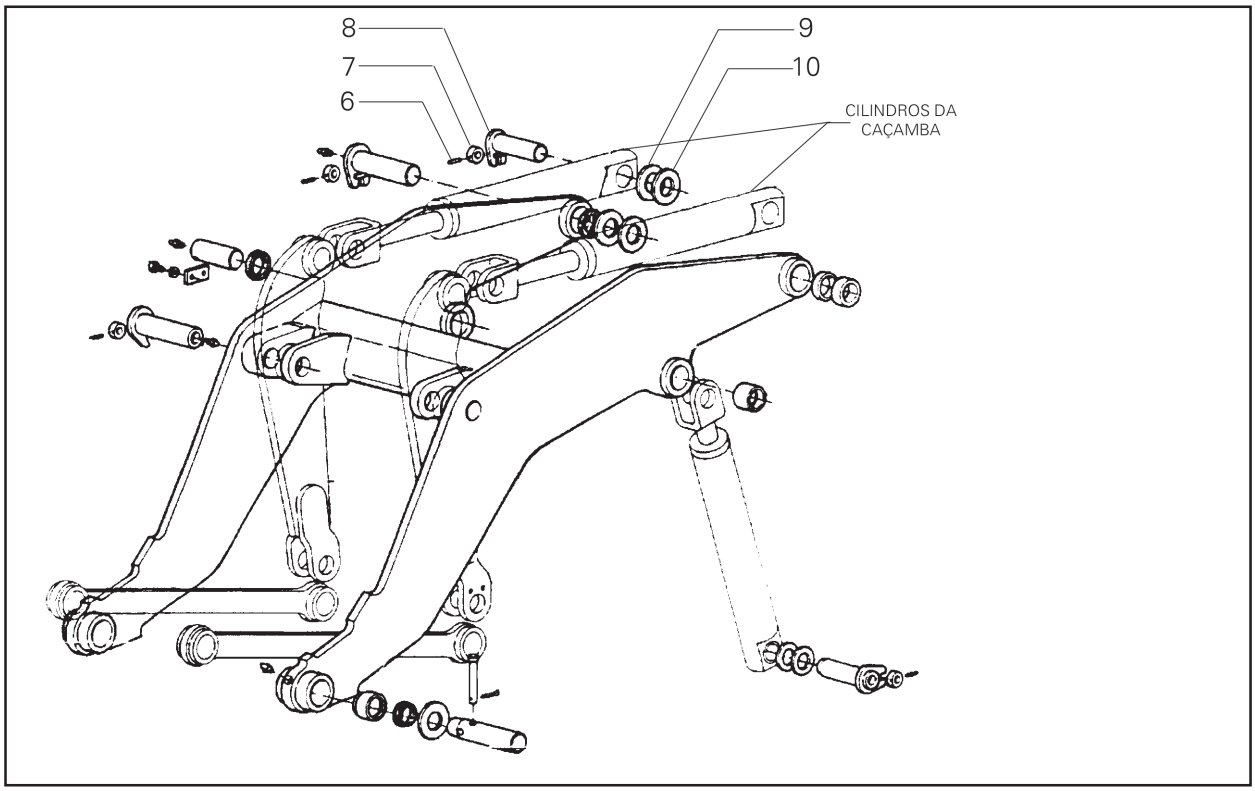

Fig. 36
Passo 6 - fig.36: Remova o contrapino (6), a arruela (7) e o pino (8). Remova os calços (9) e (10), se houver.